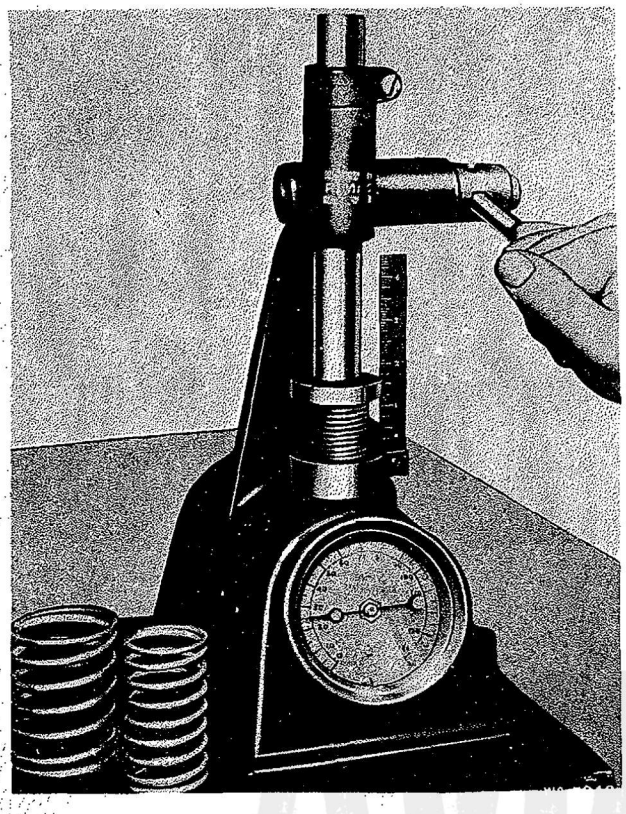

Figure 151—Testing Valve Spring Tension
(4) Inspect intake valves for minimum face diameter and tip wear, using the intake valve limit gage (Tool No. 800353), in the same manner as described for exhaust valves. It is not necessary to inspect intake valves for stretch.
(5) Inspect the split locks for cracks, burrs, and wear. Inspect the valve springs for cracks and for proper tension. Refer to Figure 151. Reject any spring whose tension is not within the specified limits. Refer to the Table of Limits in this section. Inspect the valve spring washers for cracks, burrs and wear.